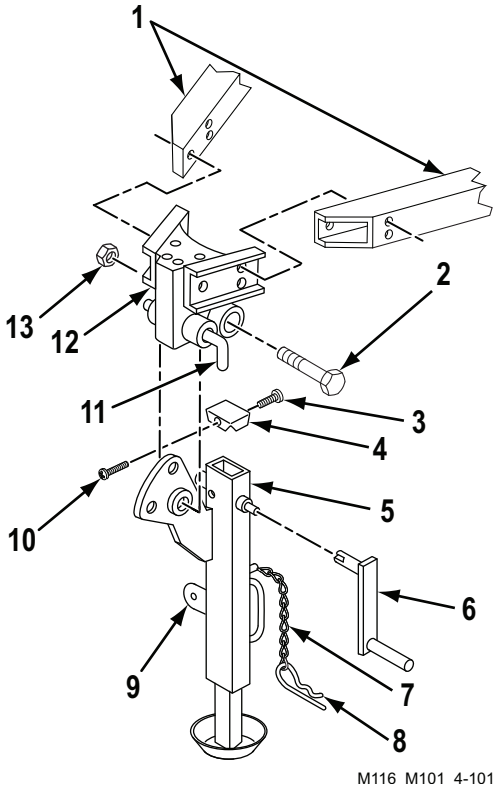

Figure 1. Adjustable Front Support Leg Removal.
1. Place lifting device under both drawbars (Figure 1, Item 1) to support front of trailer.
2. Remove self-locking nut (Figure 1, Item 13) and cap screw (Figure 1, Item 2) from adjustable front support leg (Figure 1, Item 5) and drawbar bracket assembly (Figure 1, Item 12). Discard self-locking nut (Figure 1, Item 13).
3. Pull out release lever (Figure 1, Item 11) and remove adjustable front support leg (Figure 1, Item 5) from drawbar bracket assembly (Figure 1, Item 12).
1. Remove hand crank (Figure 1, Item 6) from stowage bracket (Figure 1, Item 9) by removing cotter pin (Figure 1, Item 8) from stowage bracket (Figure 1, Item 9).
2. If damaged, remove cotter pin (Figure 1, Item 8) from chain (Figure 1, Item 7). Discard cotter pin (Figure 1, Item 8).
3. Remove two screws (Figure 1, Item 10) and cap (Figure 1, Item 4) from adjustable front support leg (Figure 1, Item 5).